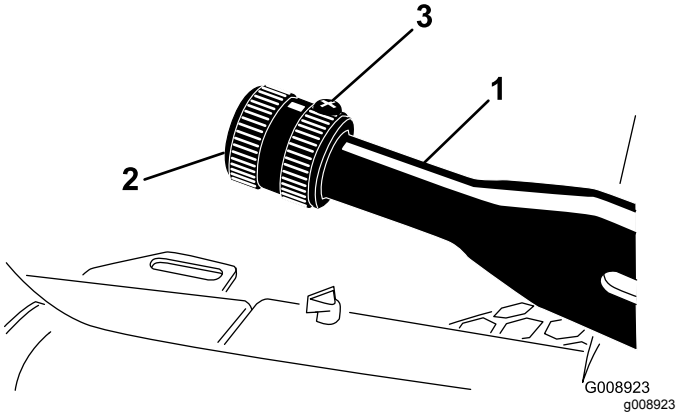

Figur 69
1. Lossa ställskruven som fäster ratten på parkeringsbromsspaken (Figur 69).